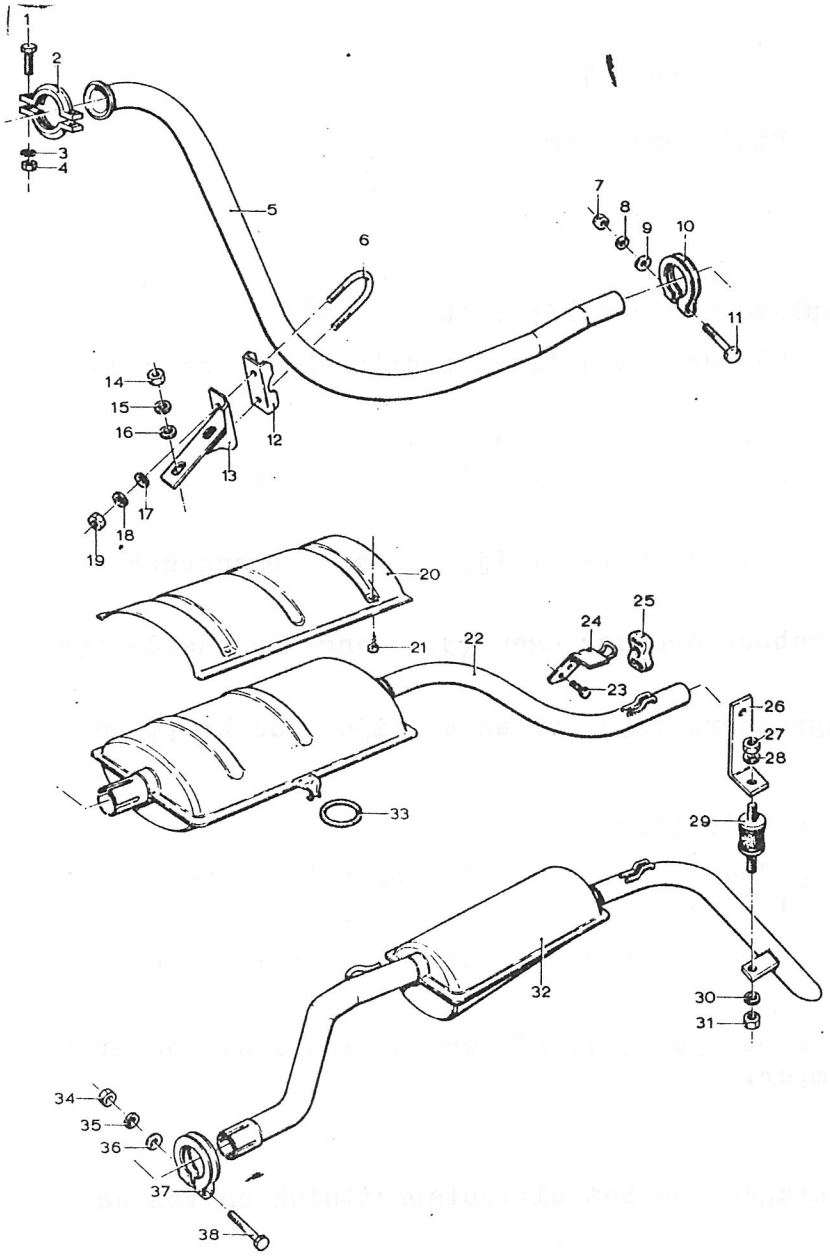

Afb. 2.7.1. Uitlaat-
a. Verwijderen van de komplete uitlaatpijp (afb. 2.7.1)
(1) Neem de klembeugel (2) aan het uitlaatspruitstuk af en verwijder.
(2) Draai de moeren (19) op de steun (13) aan het koppelingshuis los en verwijder de strop (6), beugel (12), sluitringen (17) en veerringen (18).
(3) Los de moer (31) waarmee de uitlaatpijp aan het ophangrubber (29) is bevestigd.
(4) Verwijder de twee rubber ophangringen (33) langs de knaldemper (22).
(5) Neem de drie ophangrubbers (25) af en verwijder de komplete uitlaatpijp.
b. Demonteren van de uitlaatpijp (afb. 2.7.1)
(1) Plaats het voorste gedeelte van de uitlaatpijp in de bankschroef en neem de klembeugel (10) af.
(2) Verwijder het voorste gedeelte van de uitlaatpijp (5) van de knaldemper (22).
(3) Neem nu de andere klembeugel (37) af en verwijder de nademper (32) van de knaldemper.
c. Reinigen (afb. 2.7.1)
(1) Reinig de aansluitkragen van het uitlaatspruitstuk en van de uitlaatpijp.
(2) Vervang steeds de rubber ophangringen (33), de ophangrubbers (25) en de klembeugel (2).
d. Aanbrengen (afb. 2.7.1)
(1) Plaats het voorste gedeelte van de uitlaatpijp (5) onder het voertuig en bevestig dit gedeelte handvast aan het koppelingshuis met de strop (6), beugel (12), sluitringen (17), veerringen (18) en moeren (19).
(2) Draai de moeren (14) los waarmee de steun (13) aan het koppelingshuis is bevestigd.
(3) Laat de aansluitkragen van de uitlaatpijp en van het uitlaatspruitstuk goed aansluiten en zet vast met een nieuwe klembeugel (2). De bouten (1) in de klembeugel moeten worden aangetrokken met een moment van 0,8 - 0,9 mkg.